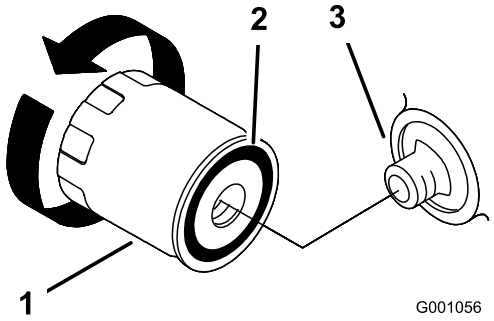

Figur 23
2. Ta bort det gamla filtret och torka av ytan på påfyllningsadapterns packning (Figur 23).
3. Stryk på ett tunt lager ny olja på utbytesfiltrets gummipackning (Figur 23).
4. Montera det nya oljefiltret på filteradaptern och vrid oljefiltret medsols tills gummipackningen kommer i kontakt med filteradaptern. Skruva sedan åt filtret ytterligare med två tredjedels varv till ett helt varv (Figur 23).